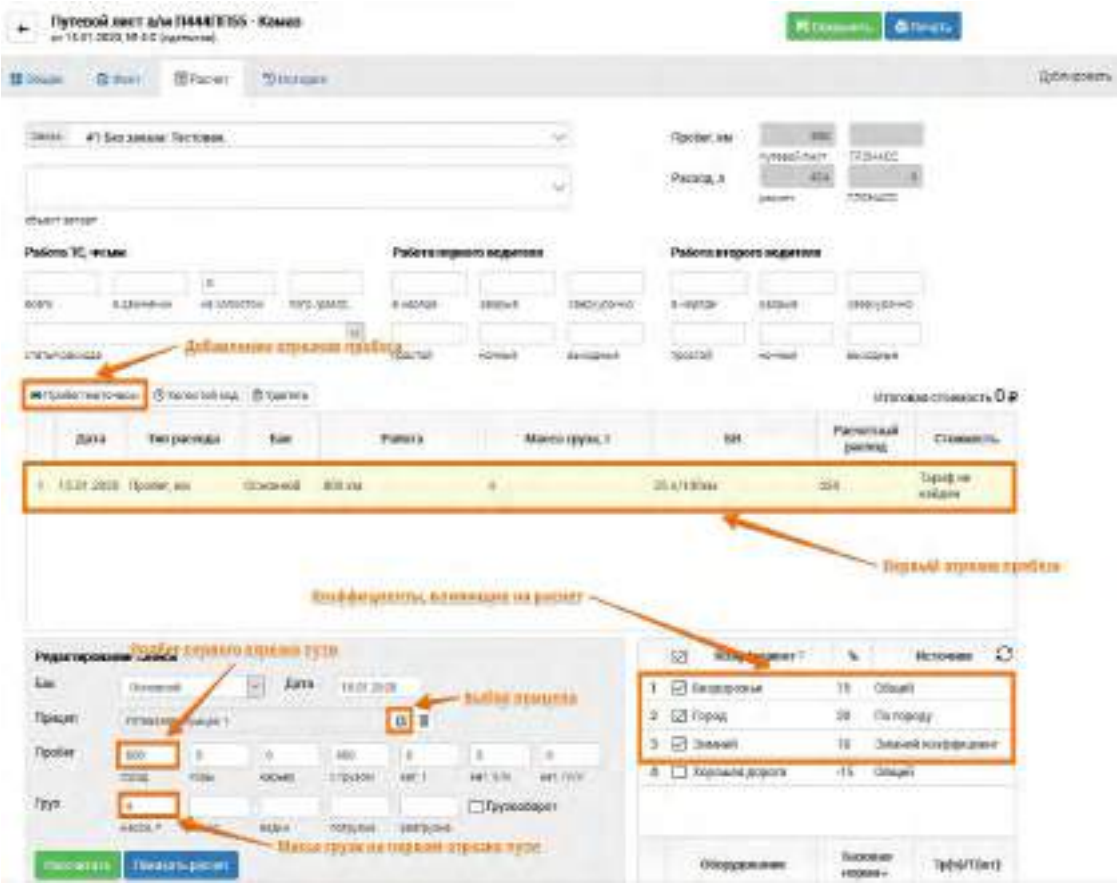

Рис. 173. Расчет ПЛ, добавление отрезка пути
1. На вкладке "Расчет" кнопкой **[Пробег/моточасы]** добавляется первый отрезок пути ТС. В поле "Прицеп" выбирается Прицеп 1, поле "«Город" - 800, в поле "Масса" указывается 4, необходимые коэффициенты отмечаются флажками ☑, затем кнопкой **[Рассчитать]** запускается расчет для этого отрезка пути, первый этап выглядит, как показано на рисунке ниже (см. Рис. 173):